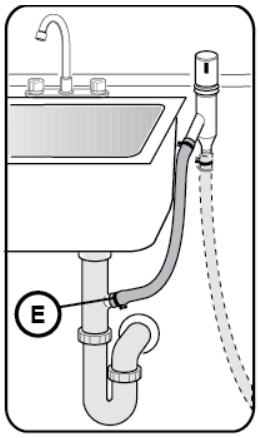

Figure 12
3. Sur le raccordement de vidange de lave-vaisselle sous l'évier via un dispositif de coupure anti-retour comme l'indique la **Figure 12**.